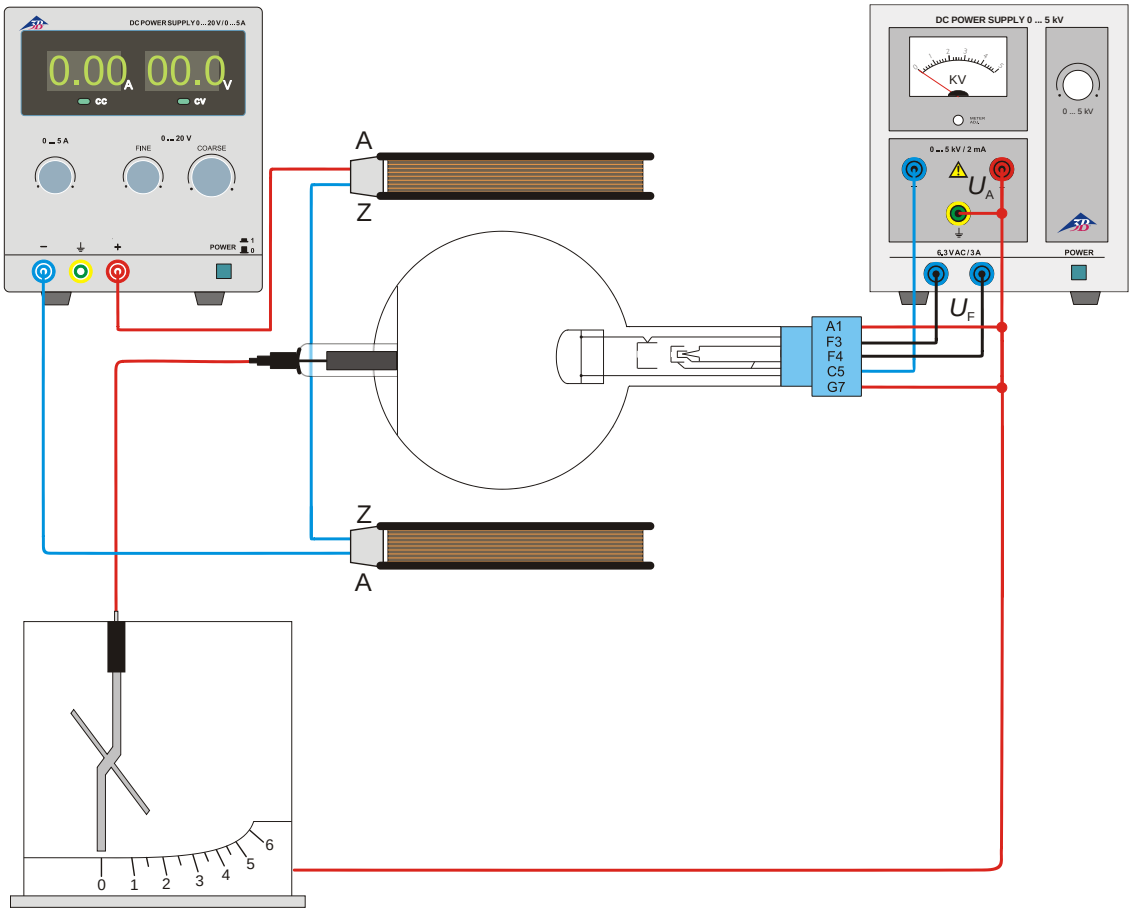

Fig. 1 Démontrer la nature des particules des rayons cathodiques et déterminer leur pola-rité
- Procédez au câblage comme le montre la fig. 1.